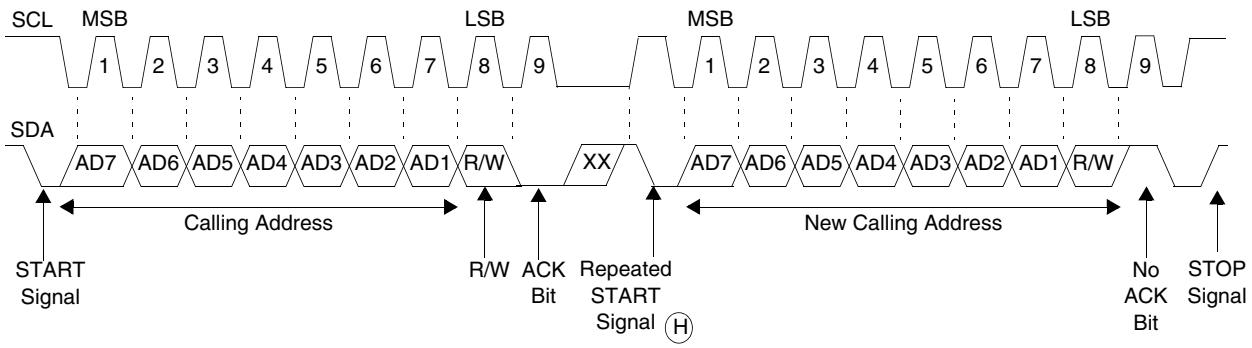

Figure 29-3. Repeated START
When the master transmits data to the slave and the slave does not acknowledge the master, this indicates an end-of-data condition to the master. The SDA line is left high and the master can generate a STOP signal to abort the data transfer or generate a START signal (repeated START, shown in Figure 29-3 on page 29-4) to restart the transfer.
- **Repeated START (H)**—Instead of sending a STOP signal, the master can repeat the START signal and the rest of the communication protocol. When a START signal is generated without a preceding STOP signal, a repeated START occurs. This is shown in Figure 29-3. The master generates a repeated START to communicate with another slave or with the same slave in a different mode (transmit/receive mode) without releasing the bus.